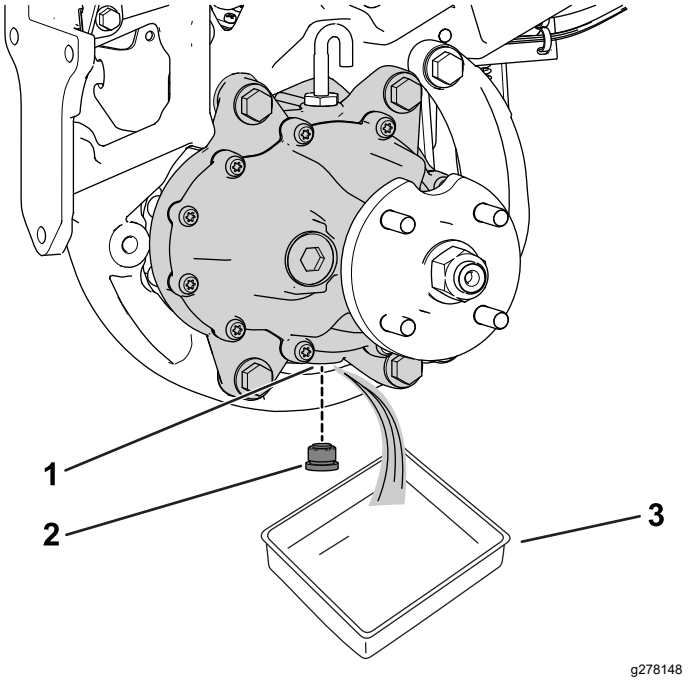

Figur 3
1. Anbring en drænbakke under hjulmotoren (Figur 3).
2. Fjern aftapningsproppen fra drænåbningen (Figur 3).
4. Monter aftapningsproppen i drænåbningen (Figur 3).